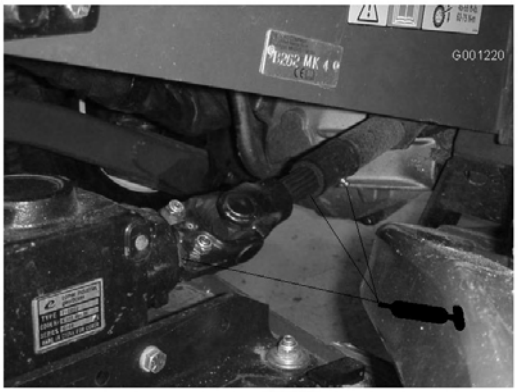

Figure 36
- Arbre universel de PDF (Figure 36)